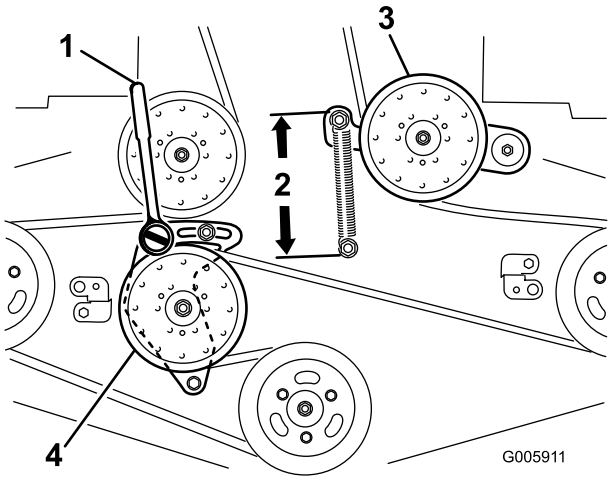

Figuur 51
4. Draai de arm van de vaste spanpoelie los en beweeg deze om de spanning eraf te halen (Figuur 51).
7. Plaats een dopsleutel met een kort verlengstuk of een onderbrekerstang in het vierkante gat in de arm van de vaste spanpoelie (Figuur 51).
9. Om de riemspanning te vergroten, draait u de dopsleutel of onderbrekerstang linksom zodat de arm van de vaste spanpoelie beweegt totdat de afstand tussen de haken van de veer 16,5 cm bedraagt (Figuur 51).